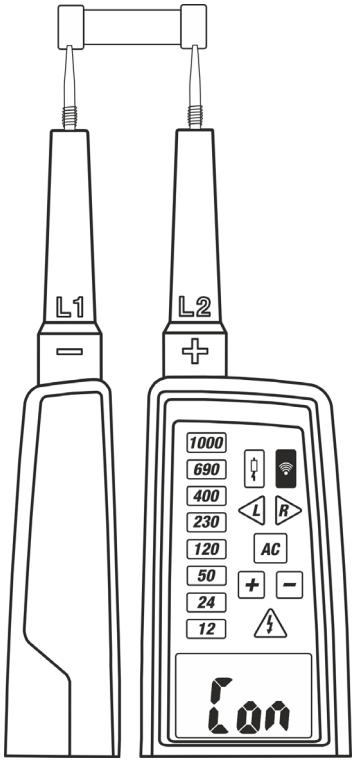

Fig. 9: Test Continuità
2. Collegare i puntali **L1** e il puntale **L2** all'oggetto in prova (vedere Fig.9)